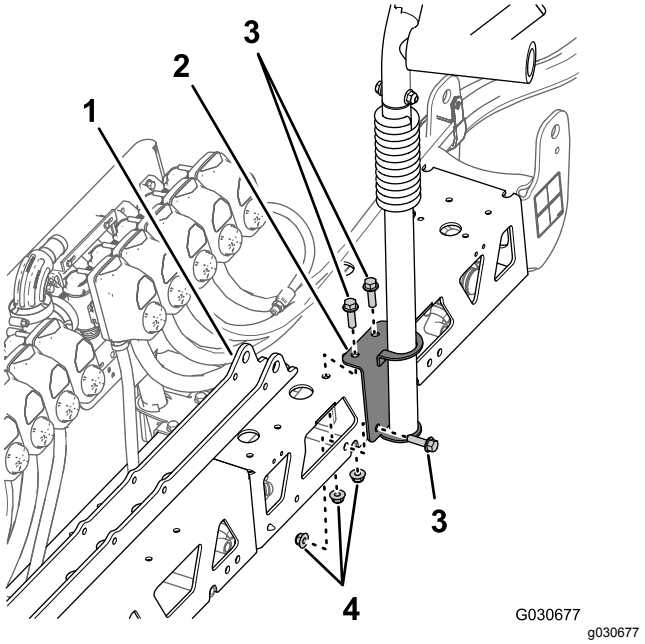

Figur 122
1. Rikta in hålen i monteringsfästet på den högra sprutrampshållaren som du tog bort i steg 3 i Ta bort sprutramphållaren (sida 36) med hålen i den nya centersprutrampssektionen ovansida och baksida (till höger om cylinderfästet) enligt (Figur 122).